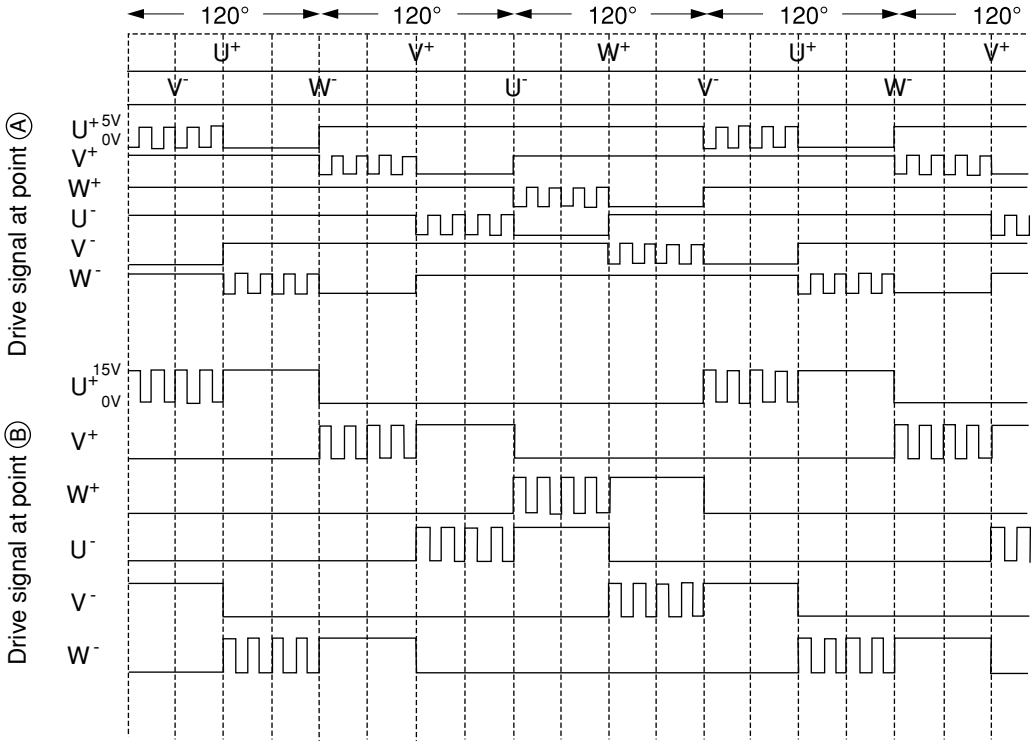

Fig. 7-2
- In low speed rotation mode (PWM range), as shown in Fig. 7-2, 0-5V chopper signal is ouput from microcomputer for each phase. Signal output from microcomputer is ouput to IC1 and is inverted by active Lo to become 0-15V chopper signal; it is then drive the transistor of each phase.